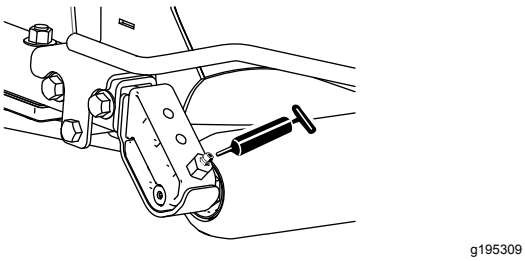

Figur 46
- 2 (per klippenhet) bakre rullager (Figur 46)